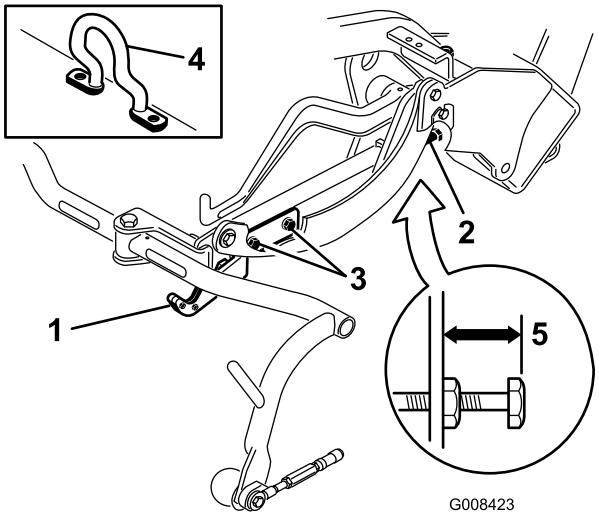
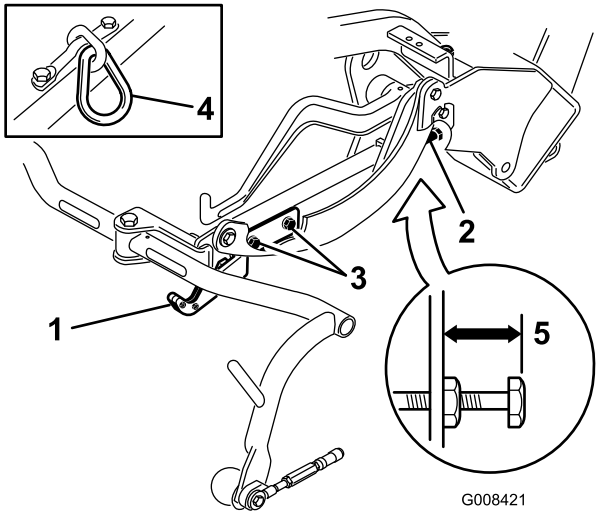
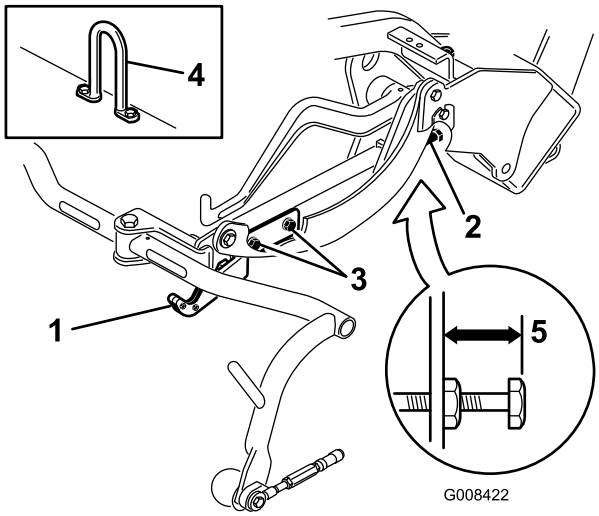

Figur 12
Figur 13
Figur 14
Kontrollera transporthöjden (Figur 13 och Figur 14) och justera den vid behov.
2. På klippenheter som är utrustade med böjd lyftkrok (Figur 12, infällning) ska du kontrollera att avståndet från ovansidan av bärramsjusteringsskruven till baksidan av bärramen är 25 mm. Gå vidare till steg 4 om avståndet inte är 25 mm.
3. På klippenheter som är utrustade med kedjelänk eller rak lyftkrok (Figur 13 och Figur 14, infällningar) ska du kontrollera att avståndet från ovansidan av bärramsjusteringsskruven till baksidan av bärramen är 22 mm. Gå vidare till steg 4 om avståndet inte är 22 mm. Gå vidare till nästa steg om klippenheten är utrustad med böjd lyftlänk (Figur 12).
4. Lossa på den främre transportplattans monteringsskruvar (Figur 13, Figur 14 och Figur 12).
7. Lossa på kontramuttern på bärramsjusteringsskruven om bärramarna inte befinner sig på samma höjd (Figur 12, Figur 13 och Figur 14). Rotera skruven utåt för att höja, och inåt för att sänka. Dra åt kontramuttern när rätt höjd har uppnåtts.